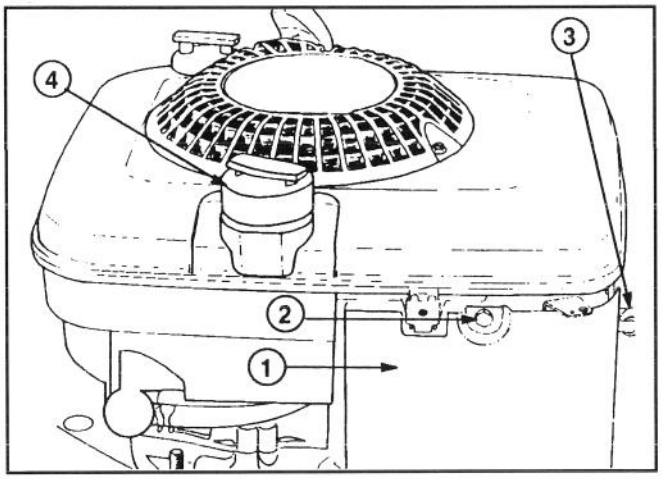

Abbildung 14
2. Die Schraube des Luftfilterdeckels entfernen (Abb. 14). Den Deckel vom Motor abnehmen und sorgfältig reinigen.
2. Den Tankverschluß abnehmen (Abb. 14) und das Benzin mit einer Saugpumpe in einen sauberen Benzinkanister abpumpen.